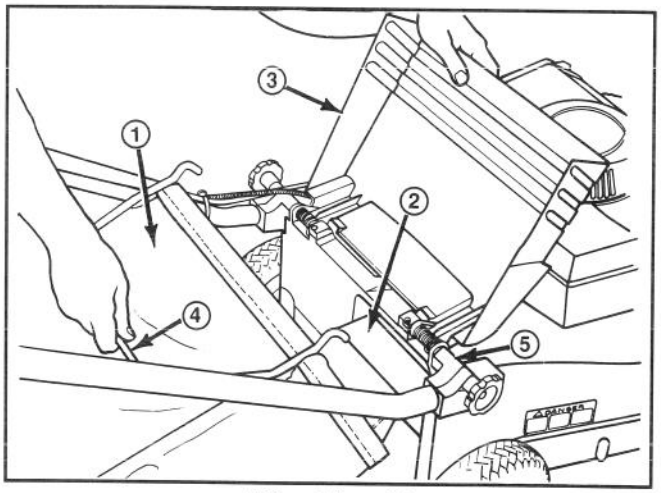
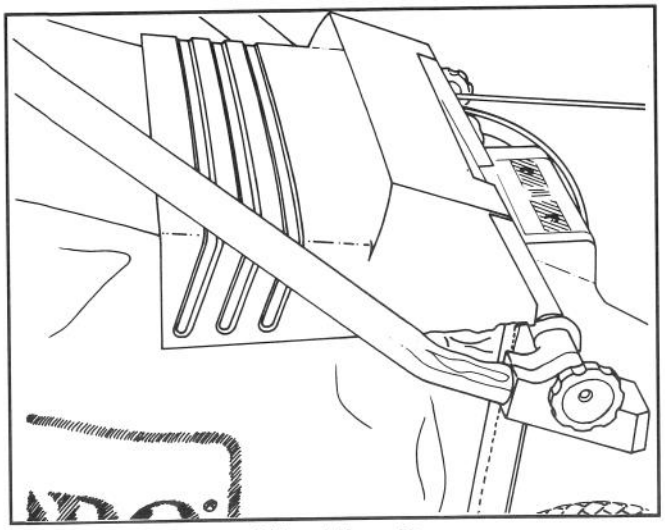

Afbeelding 12
Afbeelding 13
2. INSTALLEREN VAN DE ZAK—Open de kokerdeur, schuif de trechter van de zak in de afvoeropening en haak het zakframe aan de bevestigingsbeugel (Afb. 12). Laat de kokerdeur op de zak rusten (Afb. 13).